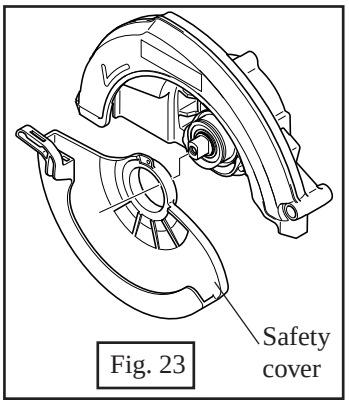

Fig. 23
(7) Mount safety cover to the gear section (bearing box). See Fig. 23.